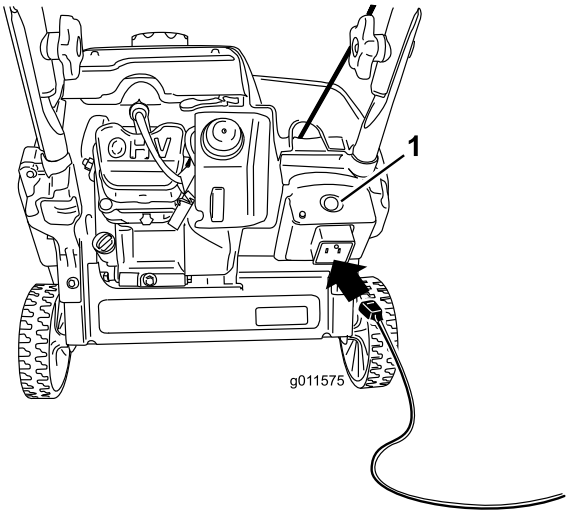
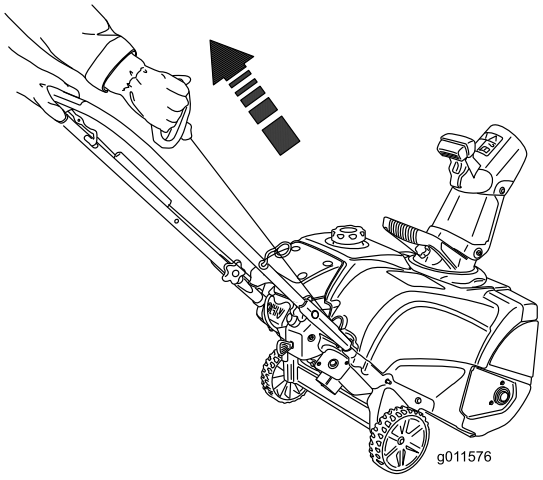

**Rysunek 19**
**Rysunek 20**
4. Podłącz przedłużacz do źródła zasilania i maszyny, po czym naciśnij przycisk rozrusznika elektrycznego (tylko model 38283) (Rysunek 19) lub pociągnij za uchwyt rozrusznika linkowego (Rysunek 20).